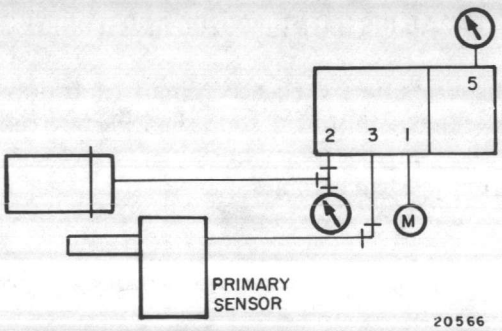

Fig. 10. Piping for RP920B Compensation Startpoint Setting.
1. Install a receiver gage matching the compensation sensor or a 0 to 30 psi gage to Port 5 as shown in Figure 10.